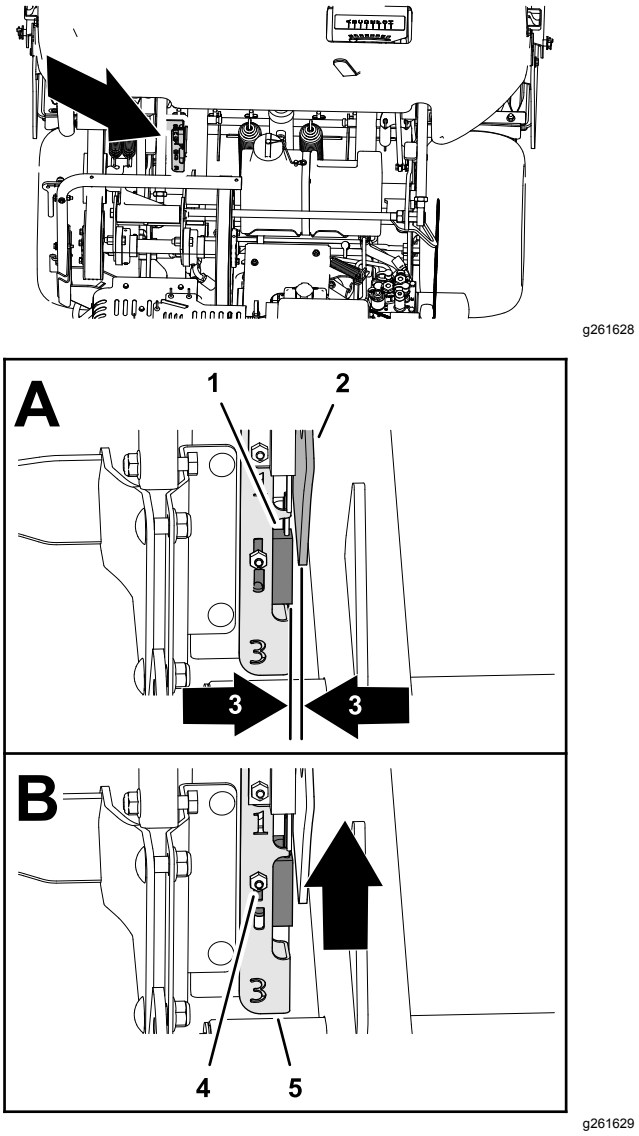

Figuur 34
2. Controleer of de afstandsschakelaar (aan de buitenkant van het H-frame) zich op niet meer dan 1,5 mm van de richtplaat bevindt (Figuur 34).
4. Zet indien nodig de borgmoer en slotbout los waarmee de montageplaat van de schakelaar is bevestigd, til deze omhoog naar de hoogste stand en bevestig de montageplaat (Figuur 34).
5. Draai de borgmoer aan (Figuur 34).